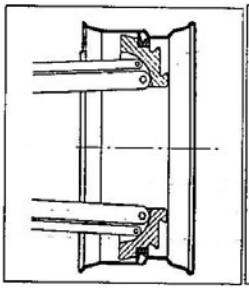

Рис. 7.1.1
N.B. Для ободьев с желобом зафиксируйте колесо таким образом, чтобы желоб находился возле наружного края обода (рис. 7.1.1).